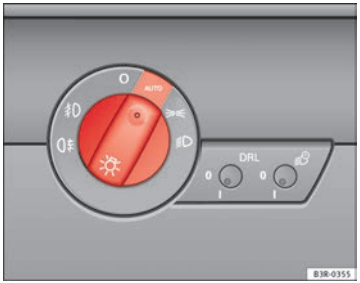

Abb. 83 Ausschnitt aus Instrumententafel: Lichtschalter
– Drehen Sie den Lichtschalter ⇒ Abb. 83 in Stellung **AUTO**.